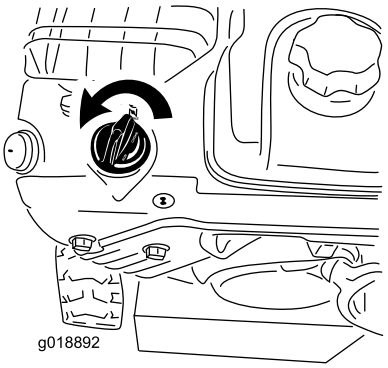

Bild 23
5. Drehen Sie den Choke auf Choke-Stellung (Bild 23).